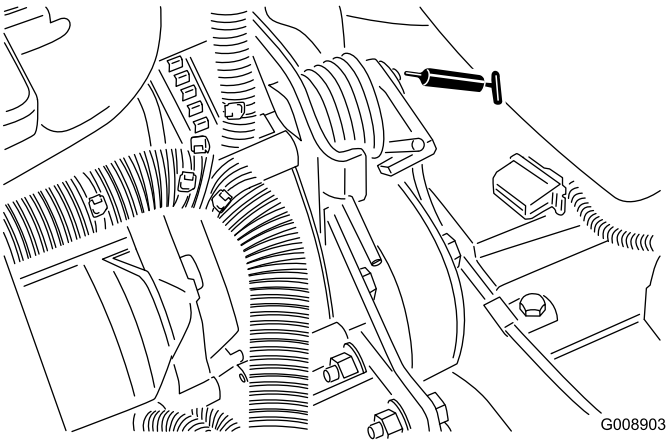

Figura 56
- Pivote tensor de la correa (Figura 56)